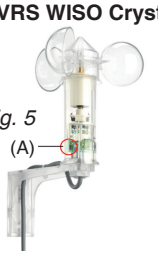

Fig. 5
– Hold magnet close to PROG POINT, the yellow LED will be lit up. See Fig. 5 as described in (A).